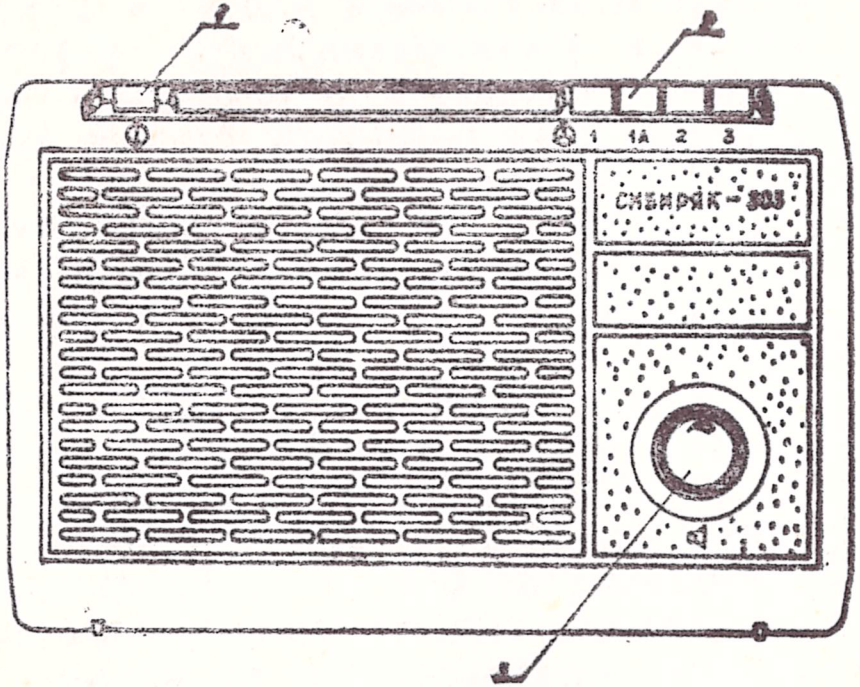
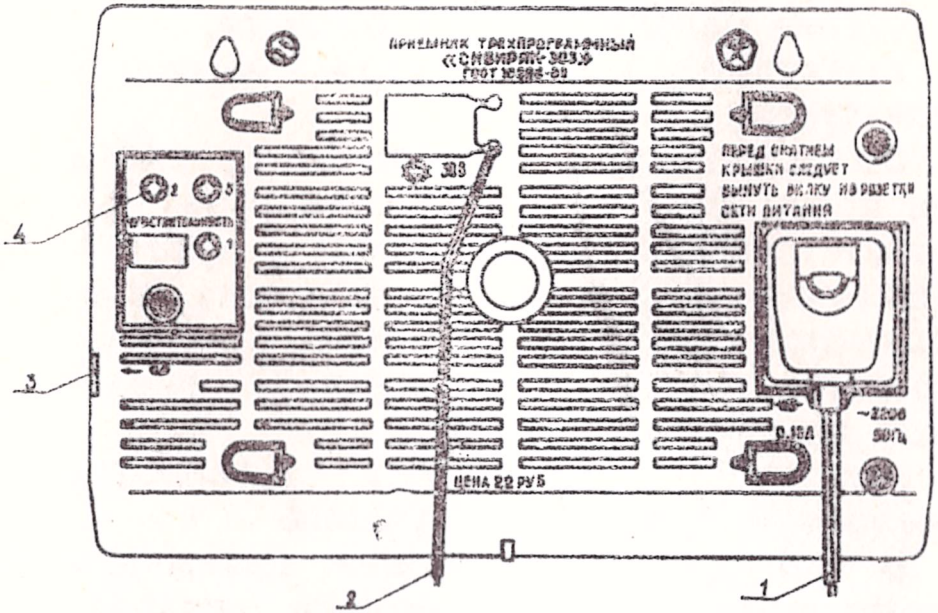

Рис. 1. Вид спереди
Рис. 2. Вид сзади
Расположение и назначение элементов управления приемником показаны на рис. 1.
6.2. Включить вилку шнура электропитания в розетку сети 50 Гц 220 В ± 10 В, вилку радиошнура (с надписью «Для радио») в розетку радиотрансляционной сети (см. рис. 2). Включить выключатель сети (см. рис. 1).
Включение приемника на желаемую программу производится нажатием одной из кнопок переключателя программ (см. рис. 1).
Конструкция приемника позволяет прослушивать первую программу без использования электросети 220 В. Для этого необходимо нажать кнопку с обозначением «I» переключателя программ (см. рис. 1) и отключить приемник от электросети 220 В при помощи выключателя сети (кнопка «⊙» см. рис. 1) или вынуть вилку электрошнура из розетки (см. рис. 2).
последовательно переключая приемник на прием программ и вращая ручку соответствующих регуляторов чувствительности (см. рис. 2), получить наибольшую одинаковую на всех трех программах громкость звучания без заметных на слух искажений;